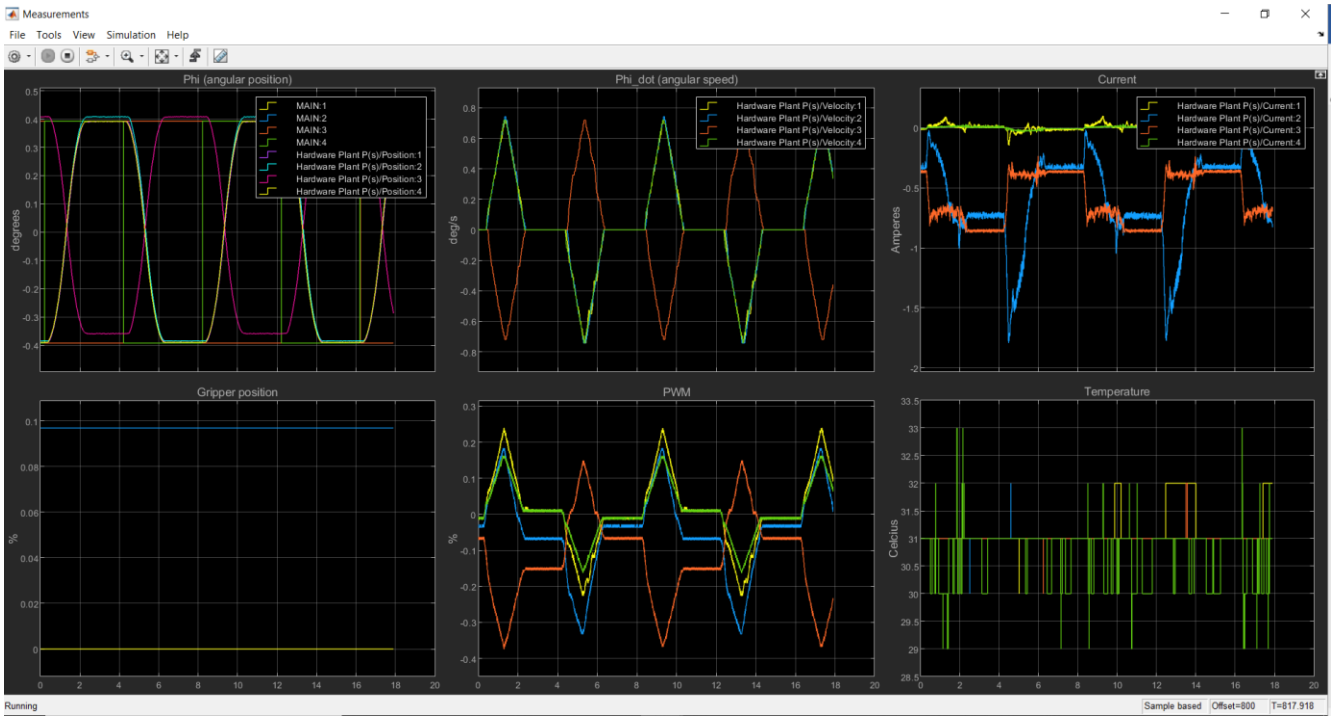

Figure 2: Sample results showing the base and shoulder joints following commanded setpoints
13. With the Base, Shoulder, Elbow and Wrist all at 0, toggle the four switches away from 0 towards the square waveform. The QArm should move between 2 sample positions. Using the Measurements scope verify that each joint follows the commanded setpoint. Sample results are shown in Figure 2.